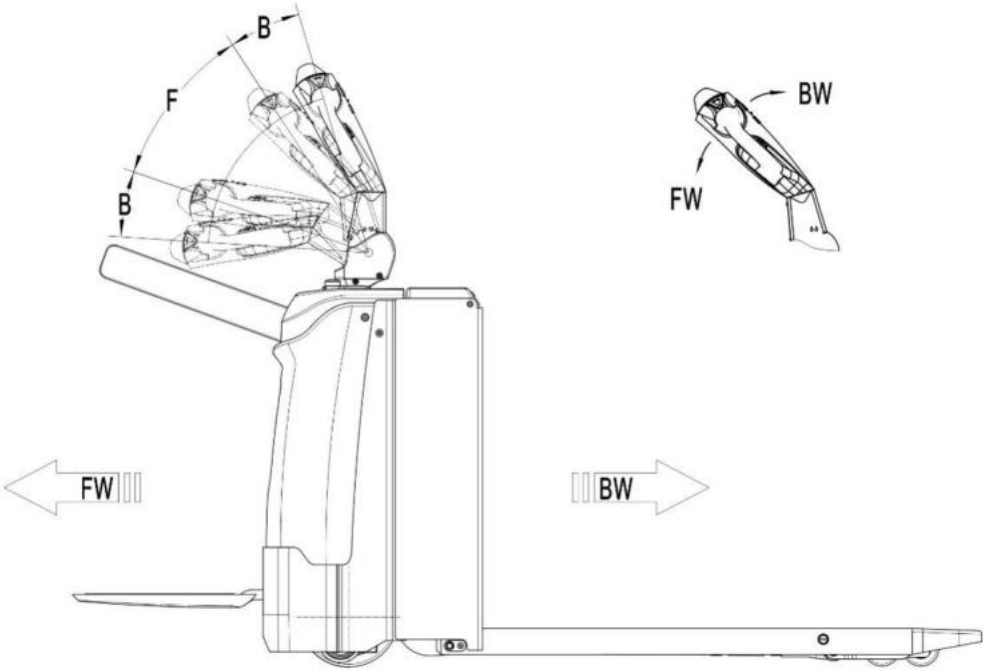

Fig. 8：Operating direction
Long press power button (10), activate the truck by combination lock, move the tiller to the operation position (‘F’, see Fig. 8). Turn the accelerator knob to the desired direction forward ‘FW.’ or backward ‘BW.’ (Fig. 8)